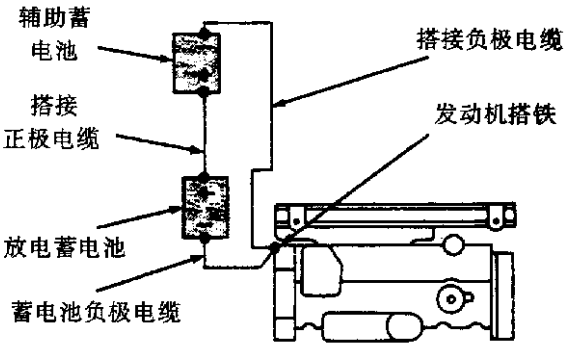

图2-11　搭接电缆头连接
(4)连接搭接电缆和辅助蓄电池时，红夹头与正极(+)连接，黑夹头与负极(-)连接。不要让电缆两端夹头相互接触，否则会产生电弧(见图2-11)，再看一下此过程的所有警告。
(5)在不能工作的汽车上，将红夹头与电池正极(+)连接，黑夹头与发动机连接，尽可能靠近搭铁线(见图2-11)。